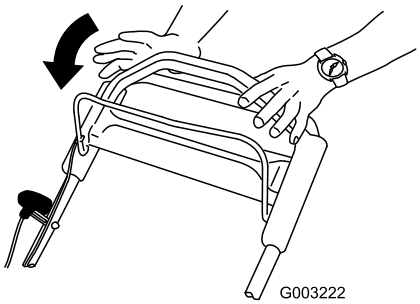

Figura 20
1. Suelte la barra de control de la cuchilla (Figura 20).